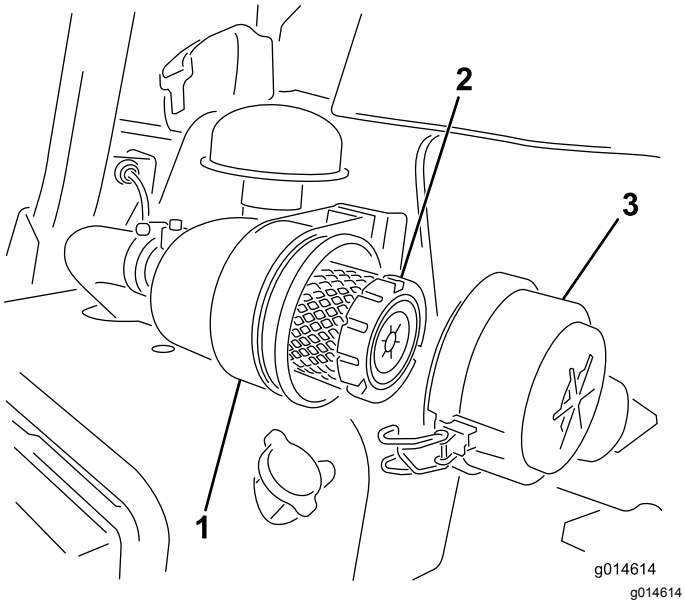

Rysunek 42
1. Zwolnij zaczepy mocujące pokrywę filtra powietrza do obudowy filtra powietrza (Rysunek 42).
6. Zamocuj za pomocą zaczepów (Rysunek 42).